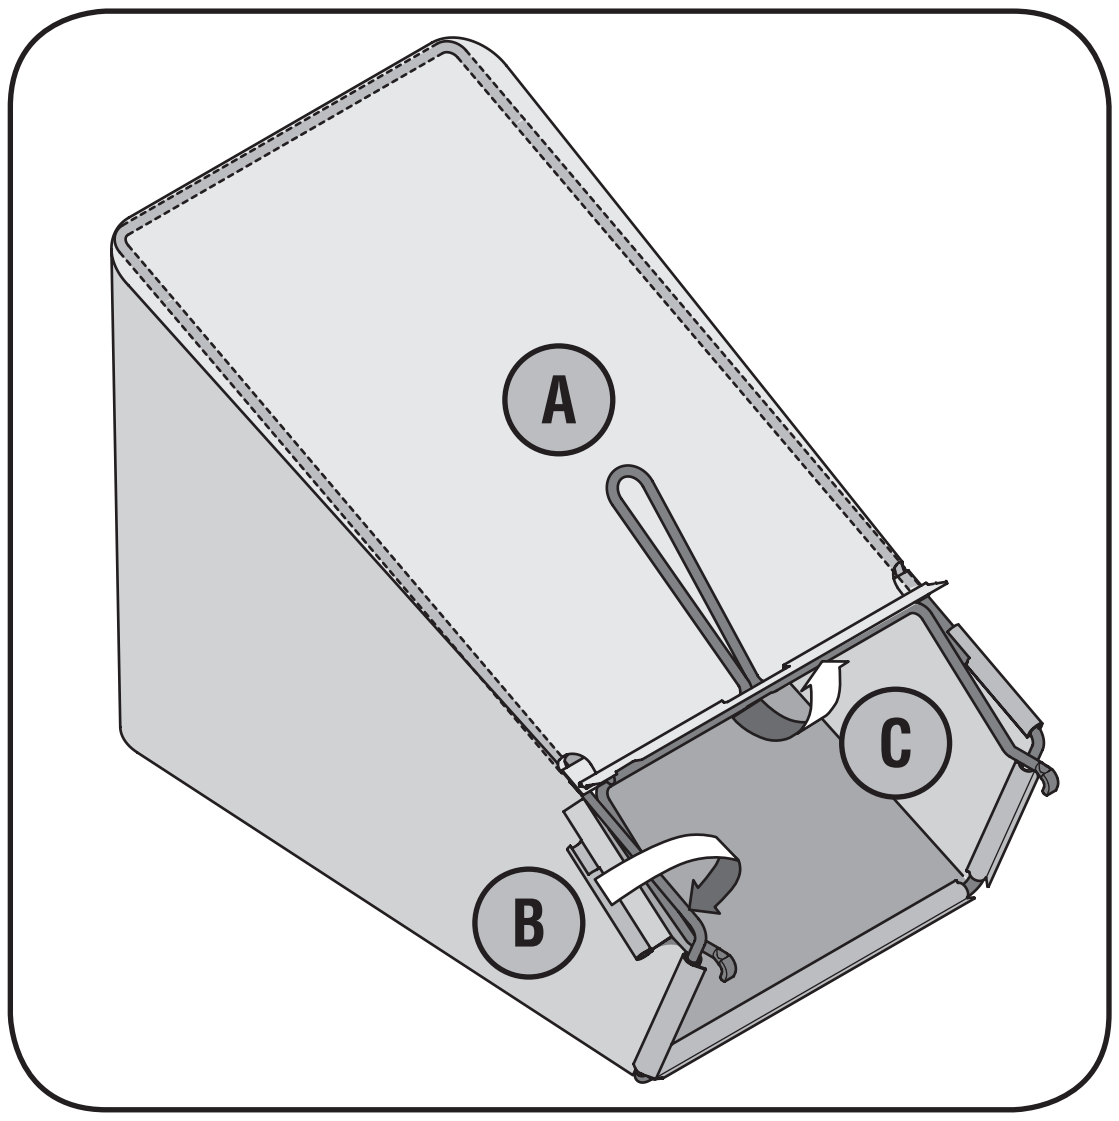

Figure 3-5: Assemble the grass catcher.
b. Slip plastic channel of grass bag over hooks on the frame, Figure 3-5. All the plastic channels except center top of bag attach from outside of bag.